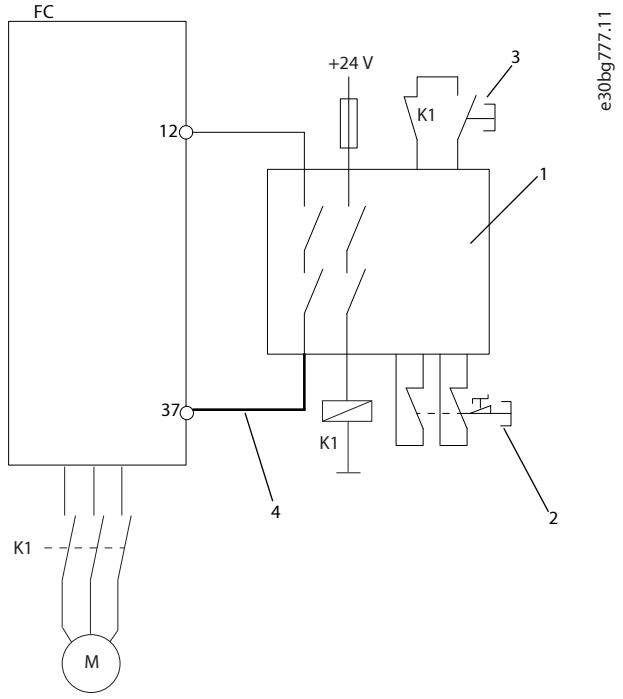

Figure 6: Drive with STO, Safety Relay, and Output Contactor (Category 4, PL e, SIL 3)
For the safety control system to comply with PL e ISO 13849-1 or SIL 3 (EN 62061 and IEC 61508), a 2-channel stop for the STO function is required. One channel can be implemented by the STO input on the drive and the other by a contactor, which may be connected in the drive input or output power circuits. The contactor must be monitored through an auxiliary-guided contact, shown as K1 in Figure 6.
- The cable shown in bold in Figure 6 has to be short-circuit protected according to ISO 13849-2, Table D.4.